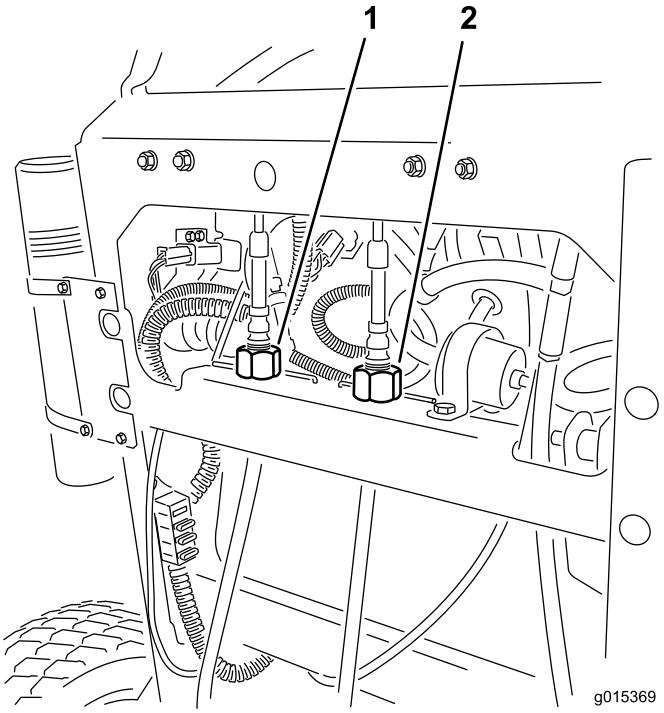

**Figur 57**
4. Roter høyre kabeljustering for å posisjonere høyre bevegelseskontroll til midten av kontrollpanelets frie stilling (Figur 57).